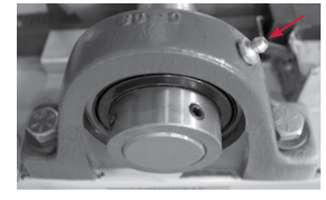

FIGURE 21. Pump grease into two rotor bearing grease points, one on each side of the rotor.
1) Pump grease into the two rotor bearing grease fittings using a high quality NLGI No. 2 grease (See **FIGURE 21**).